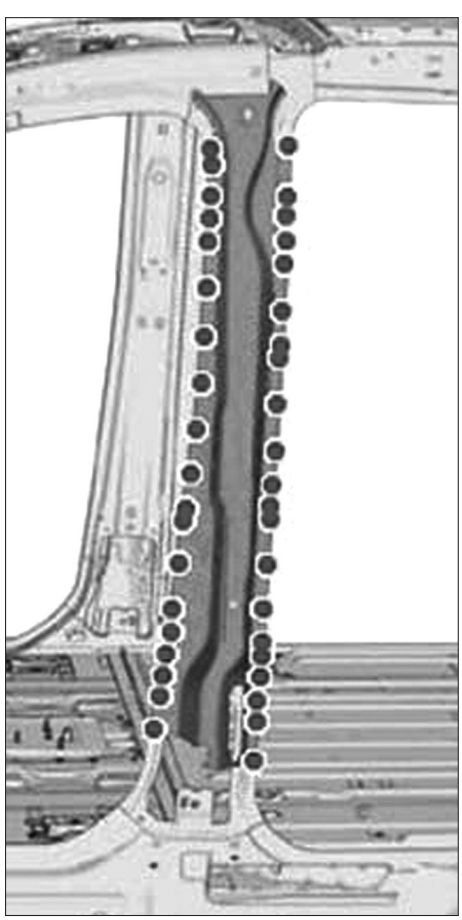

**FIG. 64**
• Souder par points électriques **(Fig.64)**.